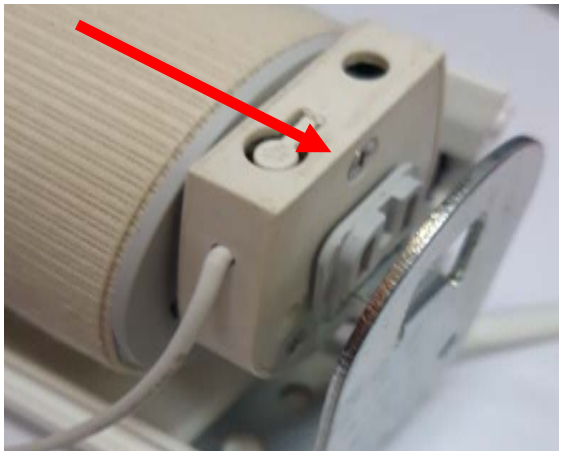

Рис.34
9) Вставить готовое изделие в кронштейны , прикрученные к базовому профилю. Сначала вставить изделие со стороны двигателя (**Рис.34**)